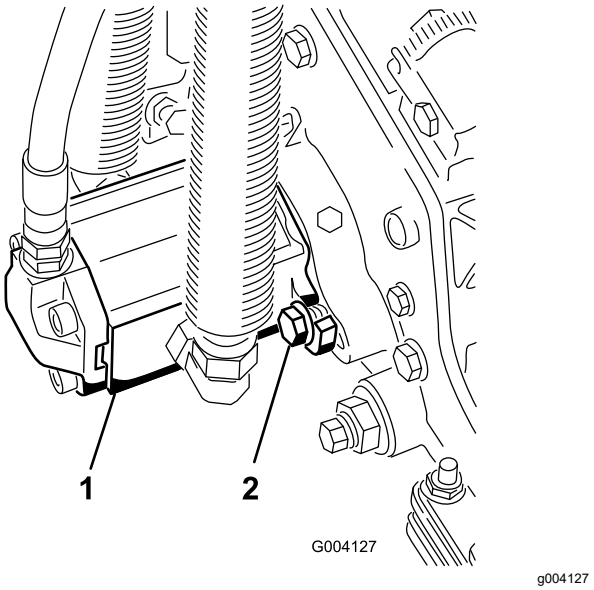

Figuur 20
17. Plaats de motor door deze rechtsom te draaien zodat de flenzen van motor loskomen van de bouten (Figuur 20).